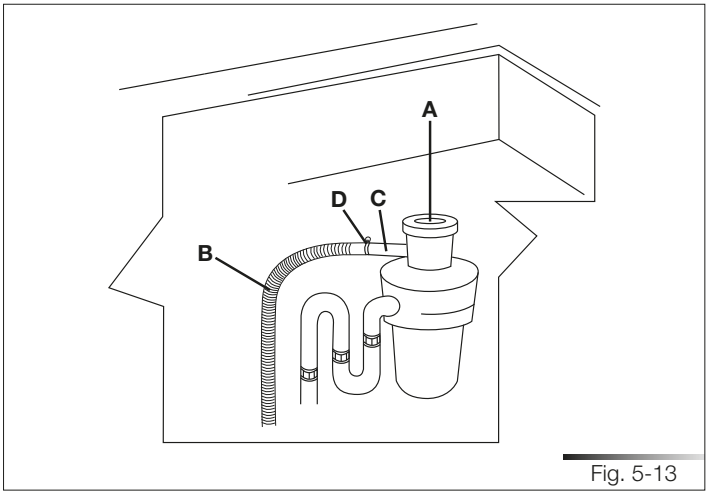

Fig. 5-13
1. Enlever le bouchon extractible du broyeur d'évier (réf. A fig. 5-13).
2. Raccorder le tuyau d'évacuation du lave-vaisselle (réf. B fig. 5-13) à l'entrée du broyeur d'évier (réf. C fig. 5-13) à l'aide du collier à ressort large (réf. D fig. 5-13).